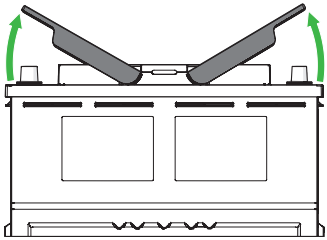

Figure 9. Lift the handles 30°.
a) Lift the handles 30°. (Figure 9)